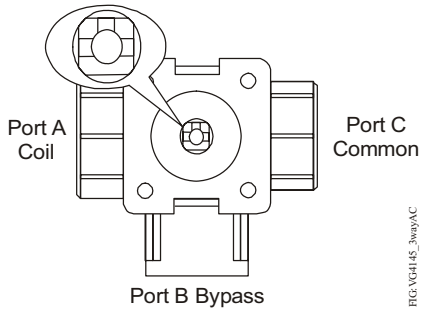
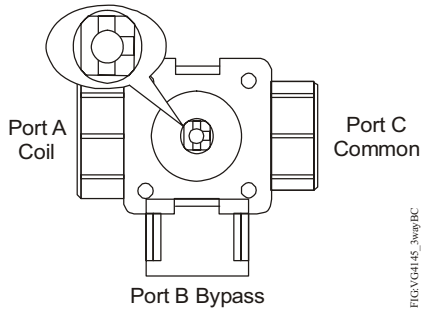
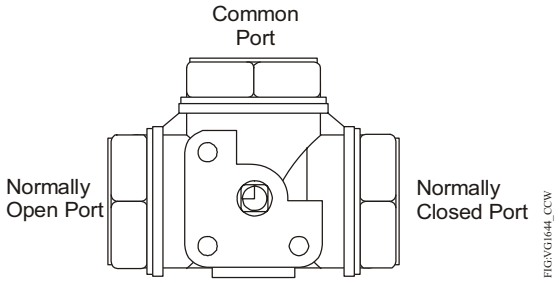

Figure 5: VG1841 or VG1845 Series Three-Way Ball Valve (Port A Connected to Port C)
Figure 6: VG1841 or VG1845 Series Three-Way Ball Valve (Port B Connected to Port C)
Figure 7: Top View of VG1644 Series Three-Way Ball Valve (Actuator Fully CCW)
The blowout-proof stem and mounting flange, combined with an innovative double O-ring stem seal and self-centering stem bushing design, shown in Figure 7, provide quick and easy electric actuator field mounting while ensuring long life and leak-free valve performance. The specially engineered, graphite-reinforced PTFE seat with flexible PTFE seat design (backed with Ethylene Propylene Diene Monomer [EPDM] O-rings) significantly reduces the operating torque, allowing the smallest possible electric actuator available to provide the force required for the specific application. All valve and actuator assemblies provide 200 psig (1,379 kPa) closeoff pressure while ensuring operation after long idle periods.
Two-way VG1000 Series Ball Valves are fully open when the electric actuator is fully Counterclockwise (CCW) and fully closed when the electric actuator is fully Clockwise (CW). For three-way valves, the Port A and common port are fully open when the electric actuator is fully CCW as shown in Figure 5. Port B and common port are fully open when the actuator is fully CW as shown in Figure 6.
Note: VG1841 and VG1845 three-way ball valves have a different port configuration (as shown in Figure 5 and Figure 6) from the older VG1644 Series three-way ball valves (Figure 7), and you must change the piping to convert them to the new series of valves.